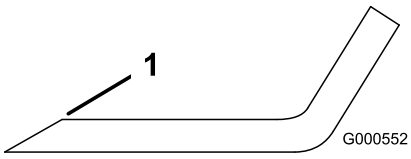

Figur 62
1. Slipa eggarna i båda ändarna av kniven med en fil (Figur 62).
Obs: Om kniven inte är balanserad kan du fila bort lite metall från knivens segeldel (Figur 62).